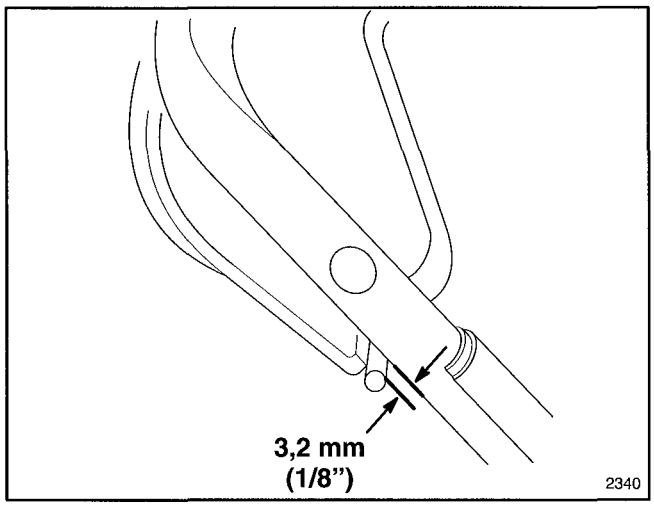

Figure 19
2. CHECK ADJUSTMENT (Fig. 19)–Move the blade control bar toward the handle until the slack in the wire is removed. The gap between the blade control bar and the handle must be 1/8".